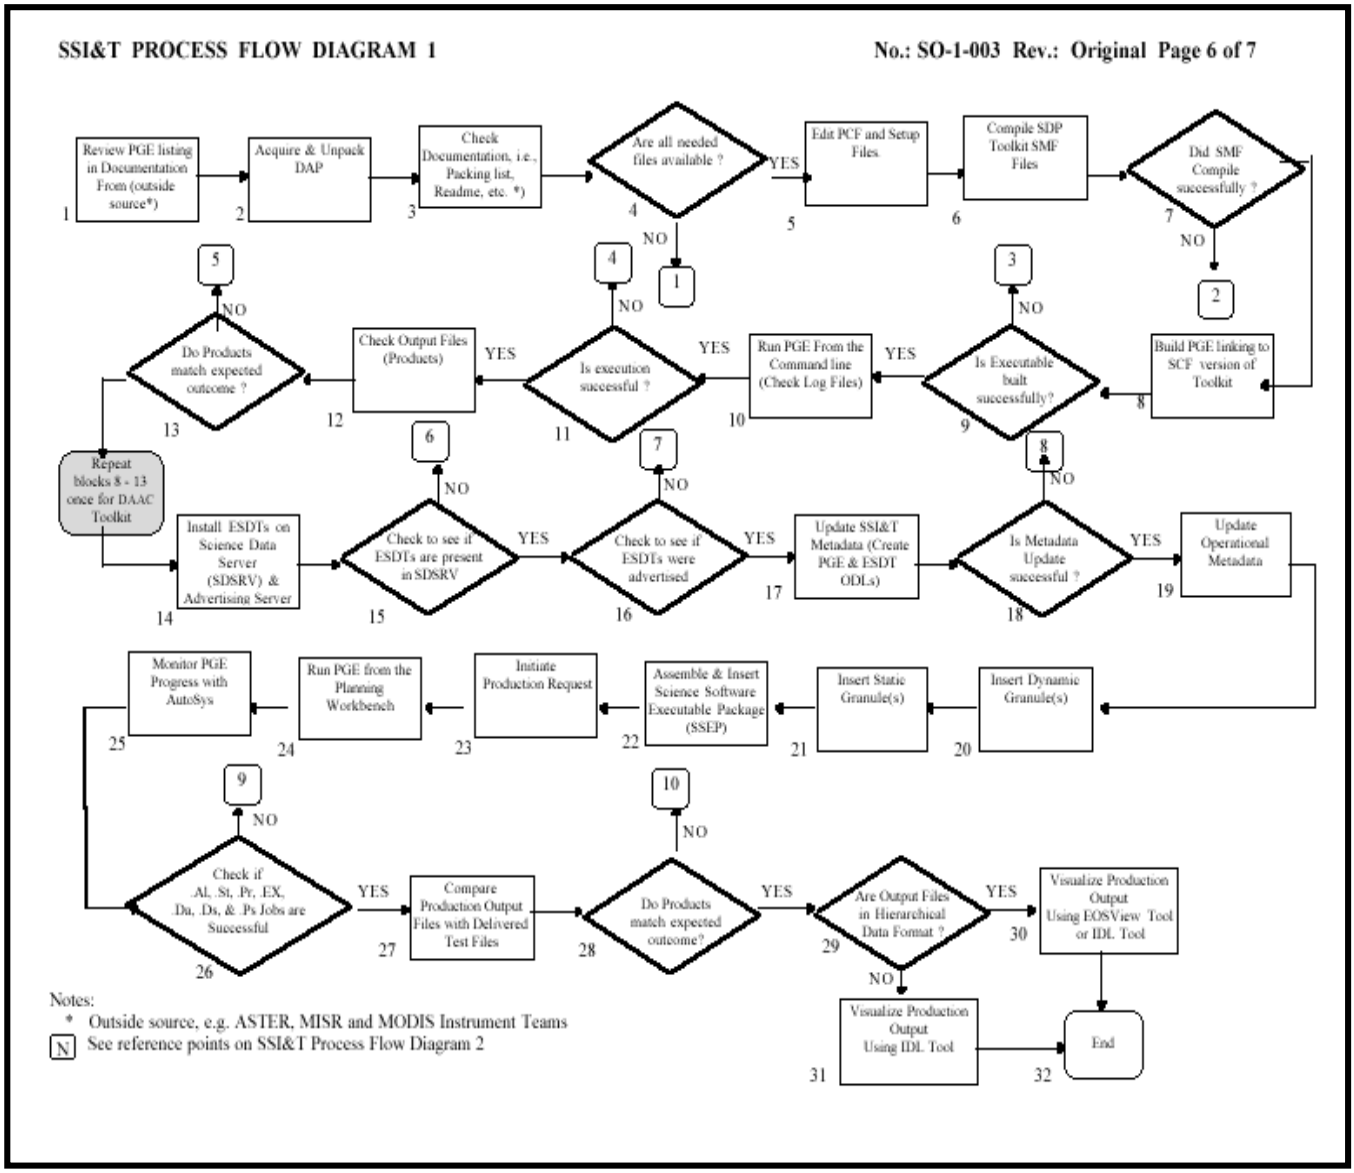

Figure 7. SSI&T Process Flow Diagram 1
- Science Software Integration and Test (SSI&T) is the process by which the science software is tested for production readiness in the DAACs in order to assure its (1) reliability and (2) safety. Prior to the delivery of the ECS software to the DAACs, SSI&T Checkout is conducted on early versions of the Products Generation Executives (PGEs) using separate system modes in the ECS Mini-DAAC, VATC (Verification and Acceptance Test Configuration), or the DAAC environments.
- The activities described are also depicted in Figures 7 and 8, (SSI&T Process Flow Diagrams 1 and 2).